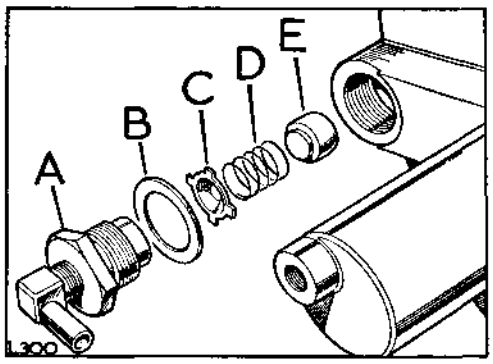

**Fig. H1-117. Non-return valve**
12. Locate the spring on to the back of the non-return valve and insert the assembly into its housing in the vacuum char..ber. Fit the spring guide, domed side first, followed by the elbow union and joint washer. See Fig. H1-117.